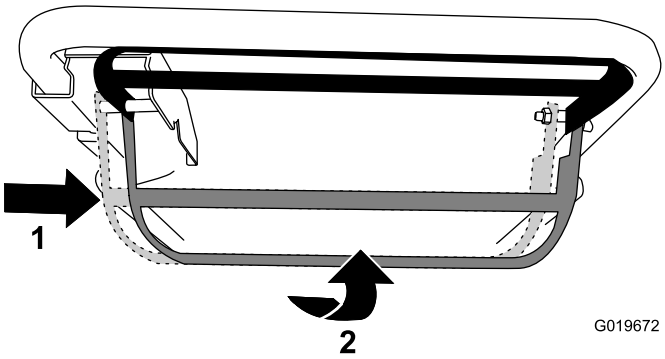

**Rysunek 14**
- **Aby korzystać z napędu trybu samobieżnego z włączeniem ostrza:** Przesuń dźwignię sterowania maksymalnie w prawo i unieś ją do uchwytu (Rysunek 14).